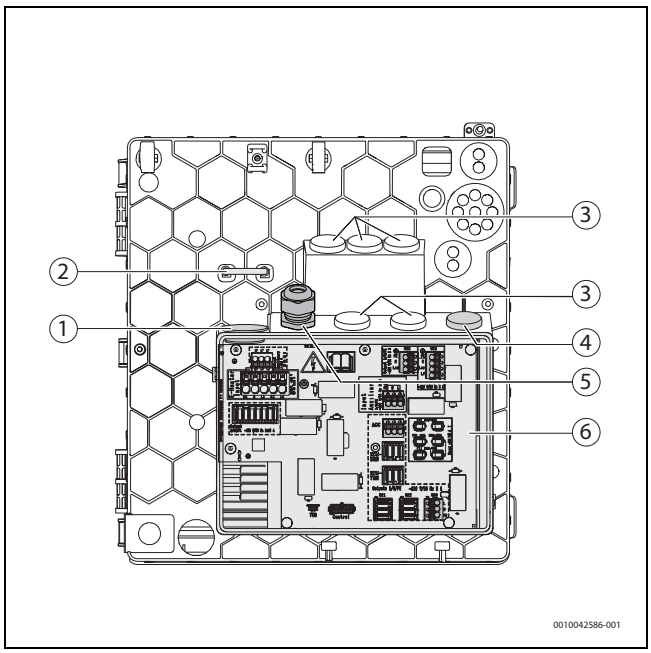

Fig. 31 Passaggio cavo nella zona di collegamento per cavo di rete
- ▶ Fissare il cavo di rete per la resistenza elettrica supplementare con il morsetto di scarico della trazione [2] (→ fig. 31, pag. 24) e il passacavo [1].
- Fissare il cavo di rete per la resistenza elettrica supplementare con il morsetto di scarico della trazione [2] (→ fig. 31, pag. 24) e il passacavo [1].